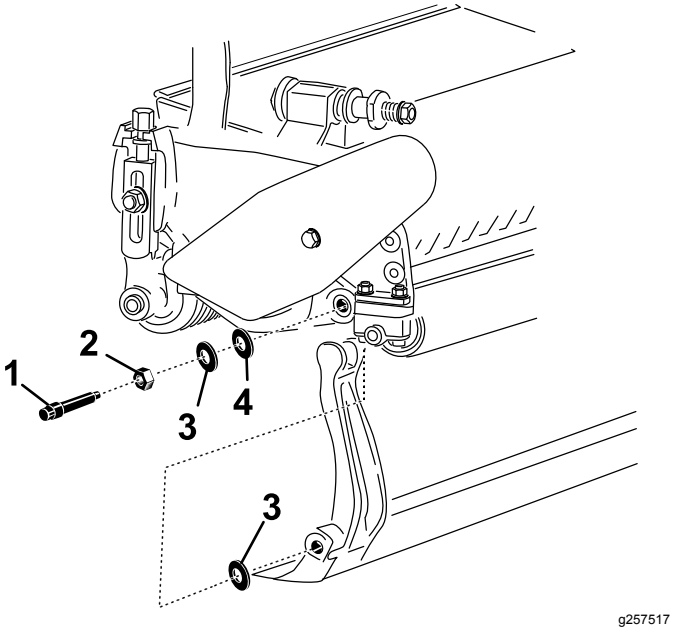

Figur 22
Beräkna två nylonbrickor och en stålbricka på vardera ände av underknivsstången (Figur 22).
3. Sätt en nylonbricka på var sida om sidoplåtens nav. Placera en stålbricka utanför varje nylonbricka (Figur 22).